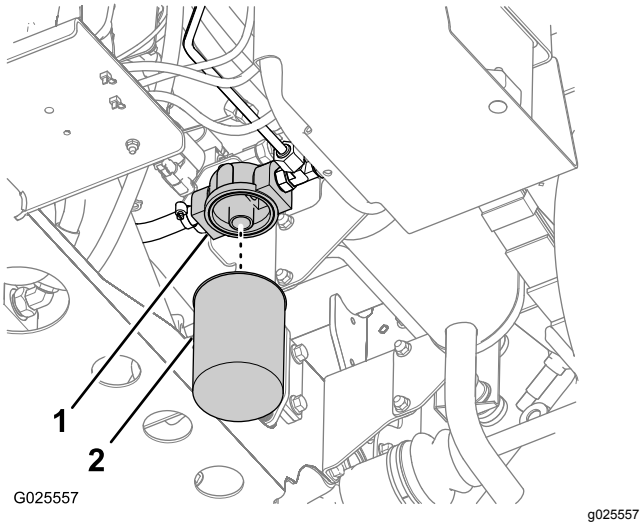

図 81
2. フィルタ取り付け部の周辺をウェスできれいにぬぐう図 81。
3. フィルタの下にオイルを受ける容器をおく図 81。
4. フィルタを左に回して外す図 81。
5. フィルタのアダプタの取り付け部をきれいに拭く図 81。
7. フィルタのアダプタにフィルタをねじ込んで取り付ける。ガスケットがアダプタの取り付け面に当たるまで手で回し図 81、そこからさらに 1/2 回転増し締めする図 81。